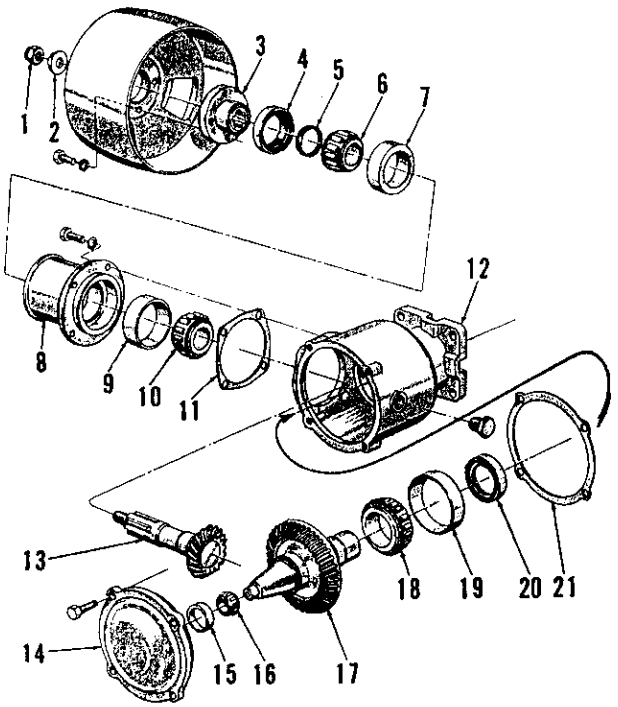

Fig. 367–Exploded view of belt pulley assembly available for model 4000 tractor.
338. Refer to exploded view of unit in Fig. 367 and proceed as follows: Drain lubricant and unbolt pulley from hub (3). Unbolt pulley shaft bearing retainer (8) from housing (12) and re-